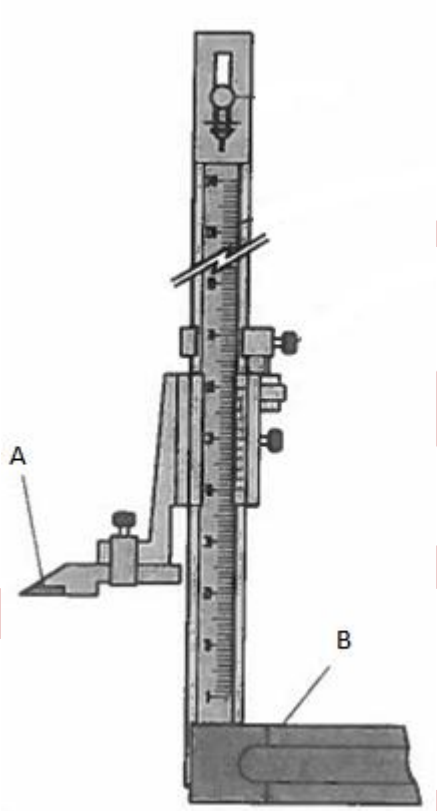

FIGURE 2
3.1 FIGURE 2 below shows one type of measuring instrument used in the manufacturing engineering workshop.
3.1.1 What is the name of the measuring instrument shown in FIGURE 2? (1)